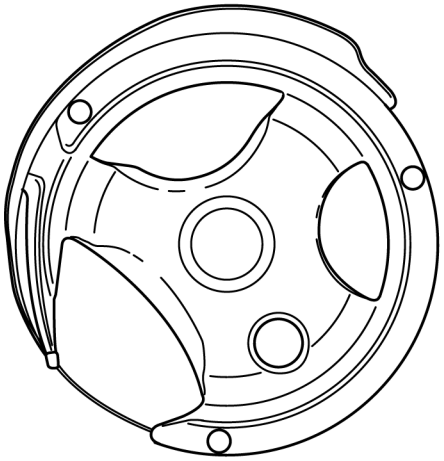

Рис. 72
- Поверните маховое колесо, чтобы отверстие челнока оказалось с левой стороны (рис. 72).